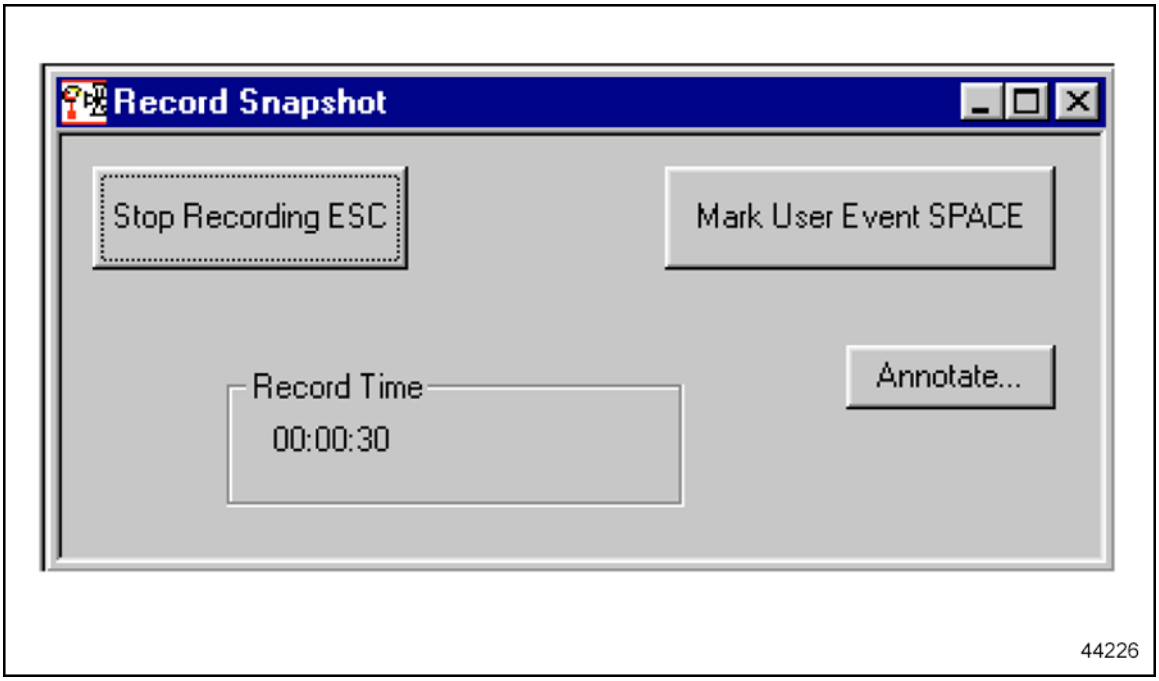

Figure 6-2 Stop Recording ESC Box
6. When recording of the desired data is completed, click once with the left mouse button on the **Stop Recording ESC** box. See Figure 6-2.